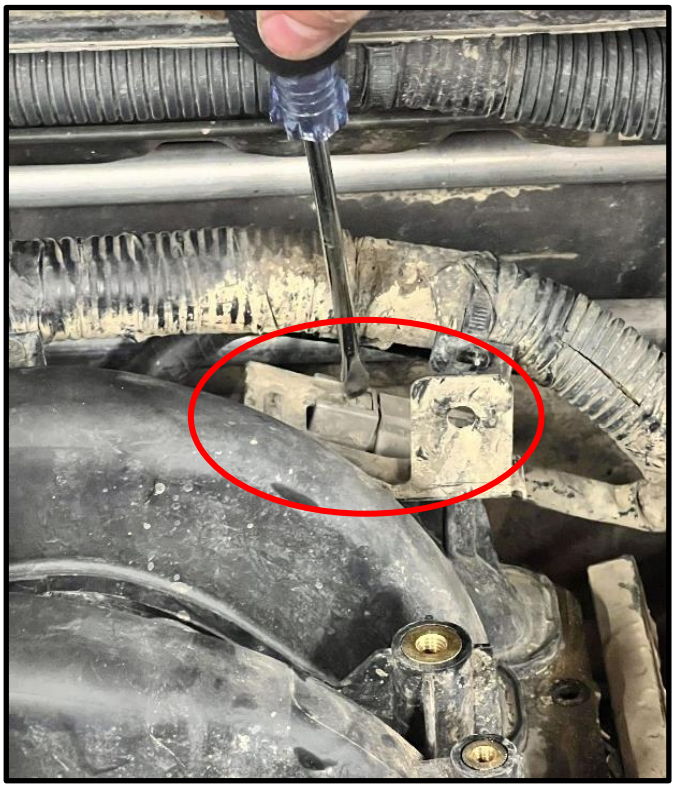

Figure 3
11. Disconnect the Electrical Connector at the back of the Intake Manifold. *Figure 3.*